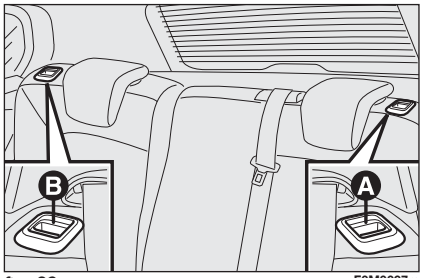

fig. 82 F0M0097m
- ❒ lift handle **A** or **B-fig. 82** to release respectively the left or right part of the backrest and guide the backrest onto the cushion.
- ❒ lift handles **A** and **B-fig. 82** to release the backrests and guide them onto the cushion.